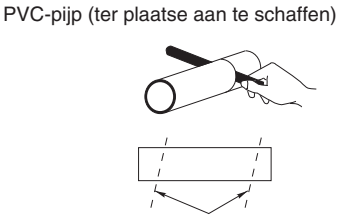

Afb. 3-8
(5) Meet de dikte van de wand vanaf de binnenrand tot de buitenrand en snij een stuk PVC-pijp in een kleine hoek, 6 mm korter dan de dikte van de wand. (Afb. 3-8)